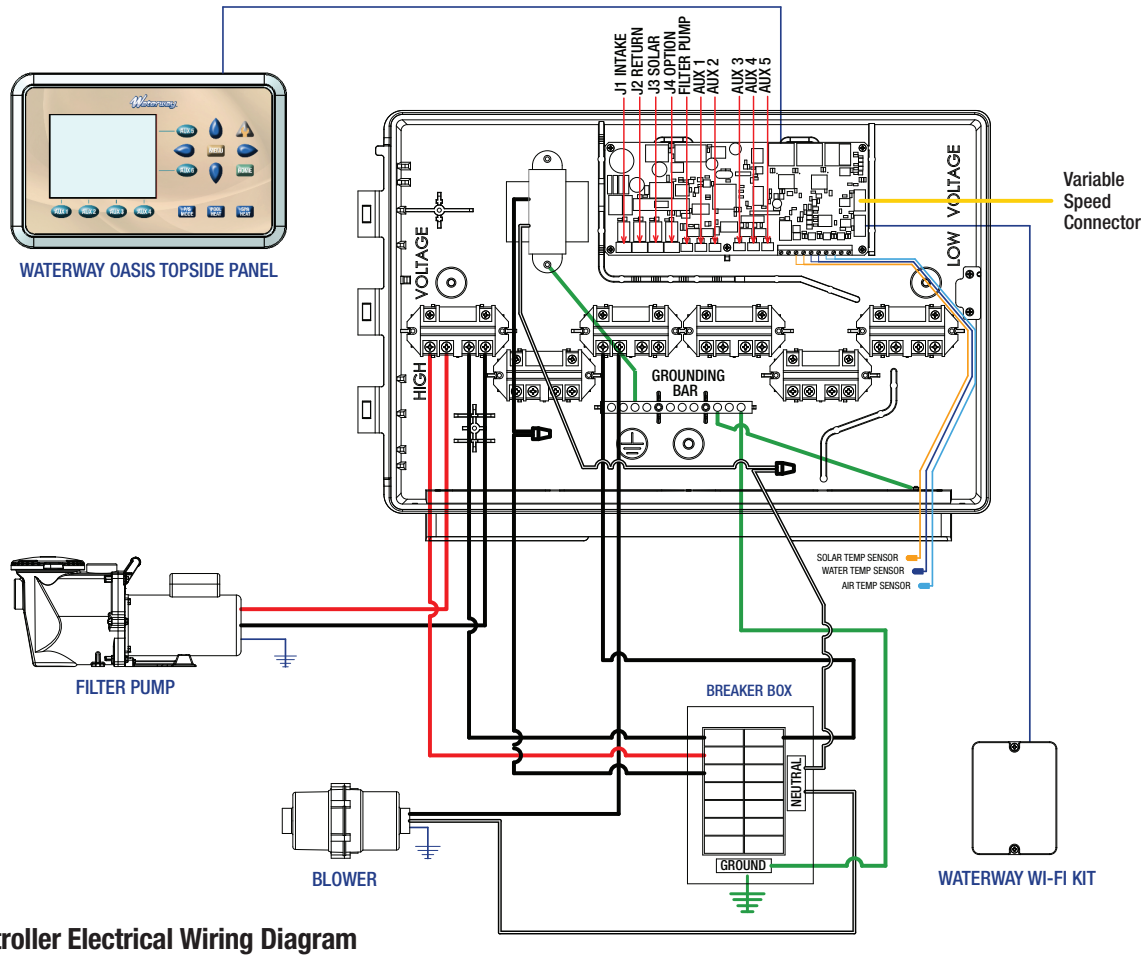

Figure 10.4 OASIS Controller Electrical Wiring Diagram
NOTE: See Figure 10.4 OASIS Electrical Wiring Diagram on page 10 for specific wire locations and connections.
Wire the temperature sensors on the 10-pin blue connector (see Figure 10.4 Wiring Diagram). The air temperature sensor is factory-installed on the 10-pin blue connector (#7 & #8). The water temperature sensor and necessary installation hardware is included.
Wire the WiFi OASIS device on the black RS-485 connector (see Figure 10.4 Wiring Diagram).
3. Plug WVAs in as shown in Figure 10.4 Wiring Diagram.
5. Plug wires in as shown in Figure 10.4 Wiring Diagram.